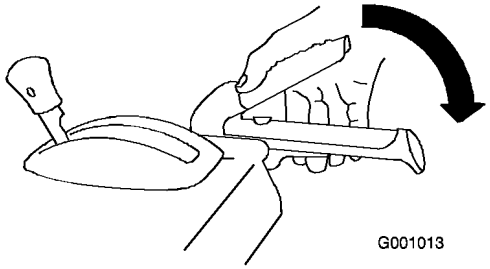

Bild 37
1. Drücken Sie zum Einkuppeln des Schnecken-/Gebläseradantriebs den rechten Hebel (Schnecke/Gebläserad) zum Handgriff (Bild 37).